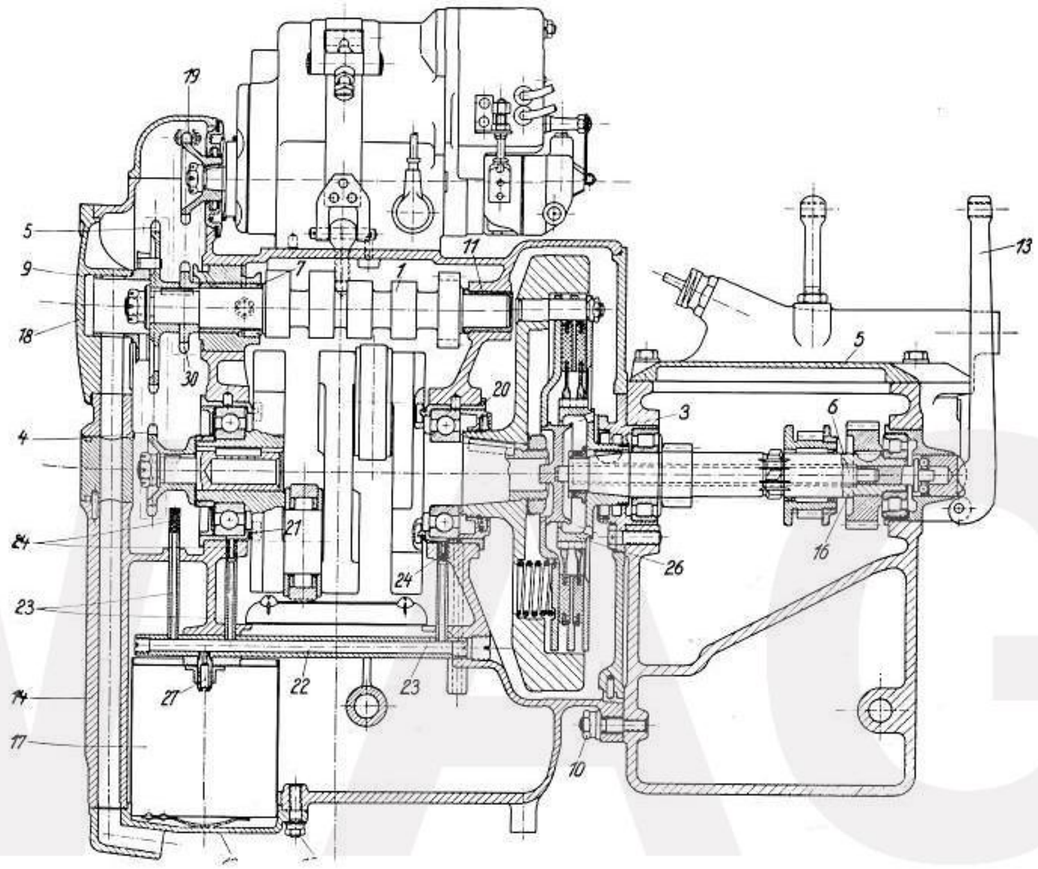
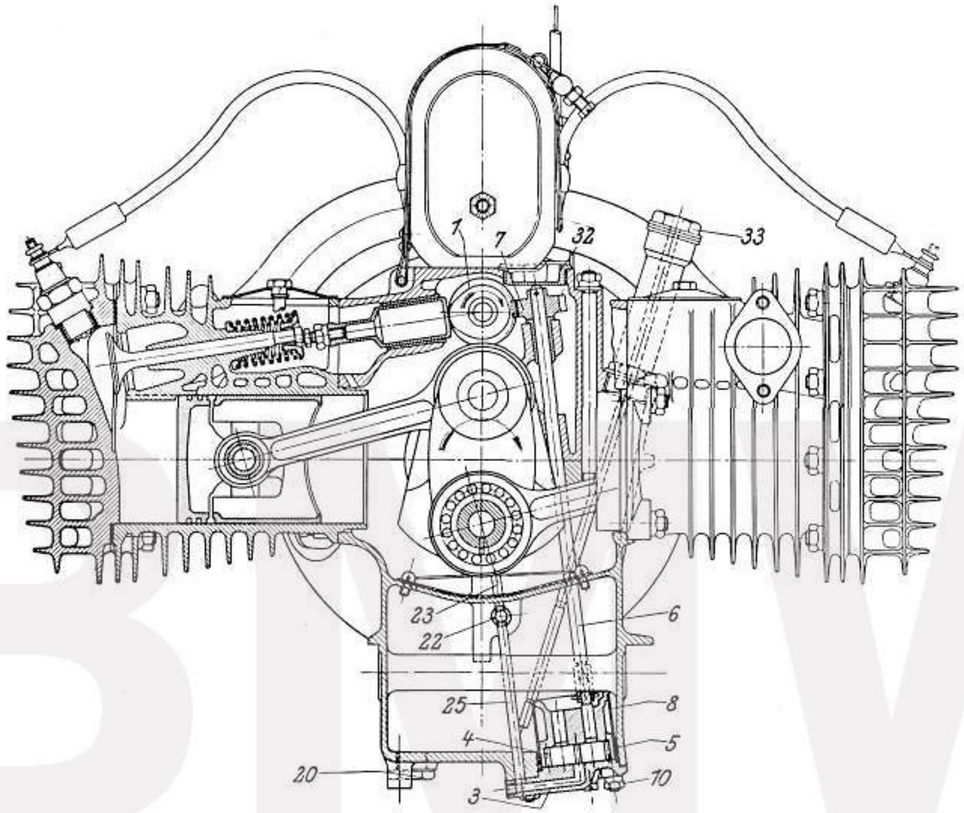

Abb. 10 Längsschnitt durch den Motor und Getriebe
Abb. 12 Tourenmotor mit teilweisem Querschnitt durch die Zylindermitte
Vor Abnahme des Motorgehäuse-Oberteiles muß das Getriebe durch Lösen der drei Befestigungsmuttern **10** unten in der Mitte und oben zu jeder Seite und Herausziehen der zwei Kopfschrauben **19** entfernt werden (Abb. 10 und 13).
Wichtig! Vor Auseinandernehmen der Motorgehäusehälften zuerst Verschlußschraube 32 entfernen, dann Antriebswelle 6 mit Schneckenrad 7 mittels Flachzange herausziehen (Abb. 12).
5. Steuerung: Die oberhalb der Kurbelwelle in Gleitlagern gelagerte Nockenwelle **1** (Abb. 10) wird von der Kurbelwelle mittels geräuschloser Rollenkette angetrieben und treibt ihrerseits gleichfalls über Kettenräder und Kette den Lichtbatteriezünder an, der mittels Spannbandes auf einer eigens hierfür vorgesehenen Fußplatte, einem Teil des Kurbelgehäuse-Oberteiles, befestigt ist.
6. Entlüftung: Die Entlüftung des Kurbelgehäuses erfolgt durch einen mit dem auf der Steuerwelle **1** aufgekeilten Kettenrad **5** durch Paßstifte verbundenen Drehschieber **9**, der in dem Antriebsgehäusedeckel **18** gelagert ist (Abb. 10). Die beim Einwärtsgehen der Kolben im Motorgehäuse verdichtete Luft gelangt durch diesen und den Deckel **18** in die eingegossene Leitung **14** des Gehäuses und von dort durch die gleichfalls eingegossene und nach rückwärts führende Leitung des Dek-
9. Schmierung und Ölkontrolle: Die Schmierung erfolgt unter hohem Druck vollkommen selbsttätig wie bei neuzeitlichen Kraftwagenmotoren, so daß ausreichende Ölversorgung auch bei höchster Beanspruchung sichergestellt ist. Eine im Motorgehäuseunterteil eingebaute Zahnradpumpe (Abb. 12) saugt durch einen Seiher **8** das Öl durch die Tätigkeit der beiden Zahnräder **4** und **5** an, von denen das letztere mittels einer Welle **6** und Schneckenrad **7** von der Schnecke auf der Steuerwelle **1** angetrieben wird. Das Öl wird durch eine Bohrung im Deckel **3** in das Steigrohr **25** gedrückt und gelangt in das Ölverteilungsrohr **22** (Abb. 12 und 10), und von hier durch die senkrechten Ölrohre **23** (Abb. 10) und die kalibrierten Öldüsen **24** zu den Lagerbüchsen **20** und **21** (Abb. 10) zur Schmierung der Kurbelwellenrollenlager. Ein Teil des Öles gelangt in die Verteilerrinnen der Lagerbüchsen, von wo es dann durch die hohlgebohrten Kurbelwellenzapfen und -schenkel den Pleuellagern zugeführt wird. Das vordere senkrechte Ölrohr **23** sorgt für die Schmierung des Kettenrades **4** auf der Kurbelwelle, wobei durch das von der Antriebskette für die Steuerwelle mitgenommene Öl die beiden Kettenräder **5** und **30** auf der Steuerwelle, der Antrieb des Lichtbatteriezünders mit dem auf dessen Welle sitzenden Kettenrad **19**, sowie das vordere Steuerwellenlager **7** reichlich geschmiert wird. Die Schmierung des rückwärtigen Nockenwellenlagers **11** wird durch das Schleuderöl der Kurbelwelle in ausreichendem Maße gewährleistet.
Ein Teil des Öles wird von der Ölpumpe durch Steigrohr **25** (Abb. 12), Ölverteilungsrohr **22** und Öldüse **27** (Abb. 10) in das Ölfilter **17** geleitet und verläßt dieses vollkommen gereinigt, um durch den Ölsumpf der Ölpumpe wieder zugeführt zu werden. Das vom Triebwerk in den Ölsumpf zurückfließende Öl wird durch ein im Gehäuseunterteil befestigtes Ölsieb gleichfalls vor Eintreten in den Ölsumpf gereinigt. Schädlicher Überdruck im Leitungssystem wird durch ein in die Pumpe eingebautes und sorgfältig eingeregeltes Sicherheitsventil verhindert.
Zwecks Reinigung bzw. Prüfung der Ölpumpe muß vor deren Ausbau zunächst das Öl aus dem Motorgehäuse durch Entfernen der unter dem Gehäuse befindlichen Verschlußschraube **20** (Abb. 12) abgelassen werden. Nun löst man die vier Muttern **10** von den Stiftschrauben des Ölpumpendeckels und zieht diesen mit der Pumpe nach unten heraus. Nach dem Wiederzusammenbau der Pumpe überzeuge man sich durch Prüfung mit etwas Öl, ob dieselbe richtig eingebaut wurde, d. h. ob beim Drehen des Antriebsrades reichlich Öl gefördert wird. Beim Einlegen von neuen Dichtungen ist es wichtig, darauf zu achten, daß zwischen
Ölpumpendeckel und Gehäuseflansch die Bohrung zu dem Steigrohr **25** (Abb. 12) nicht verdeckt wird, da sonst die Schmierung gestört ist.
Der Betätigungshebel für die Kupplung befindet sich am Ende des linken Lenkergriffes (Abb. 38) und wirkt durch einen Bowdenzug auf den am Getriebeende befindlichen Kupplungshebel **13** (Abb. 10 und 13). Das Ausrücken der Kupplung und somit die Unterbrechung der Kraftübertragung auf das Getriebe erfolgt durch Anziehen des Betätigungshebels am Lenker, wodurch der Druckteller **2** von den Kupplungsplatten **20** durch die Druckstange **8** abgehoben wird.
Während der Einfahrzeit wird häufiger Ölwechsel für den Motor dringend empfohlen. Alle 500 km ist das Öl aus dem Motorgehäuse vollständig abzulassen, das Ölfilter **17** (Abb. 10) durch Lösen der sechs Muttern **15** und Entfernen des Deckels **12** herauszunehmen, das Gehäuse mit Petroleum durchzuspülen und durch Nachspülen mit etwas Öl das Petroleum wieder zu entfernen. Ölfilter keinesfalls mit Benzin oder Petroleum reinigen! Nach dem Einbau des Ölfilters neues Öl nur durch ein Sieb auffüllen! Den Ölstand im Motor alle 400 km kontrollieren und bis zur oberen Ringmarke des Tauchstabes nachfüllen. Nach der Einfahrzeit ist das Öl alle 2000 km abzulassen und zu erneuern. (S. Abb. Tafel 1, 2 und 3.) Das Ölfilter wird nach 12000—15000 km wirkungslos und ist dann zu erneuern.